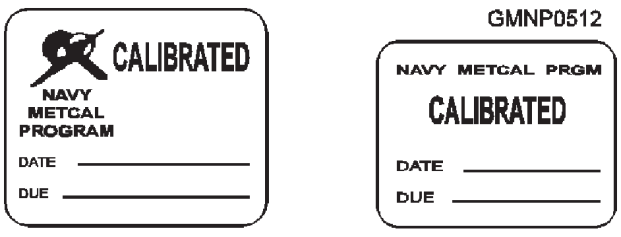

**Figure 13-13.—CALIBRATED labels.**
**CALIBRATED**.—The CALIBRATED label (fig. 13-13, black lettering with a white background) comes in two different sizes and is the most commonly used label in the Navy METCAL Program. It indicates that the instrument to which it is affixed is within its applicable tolerance on all parameters. If there are any qualifying conditions for use of the instrument, one of the other labels should be used.